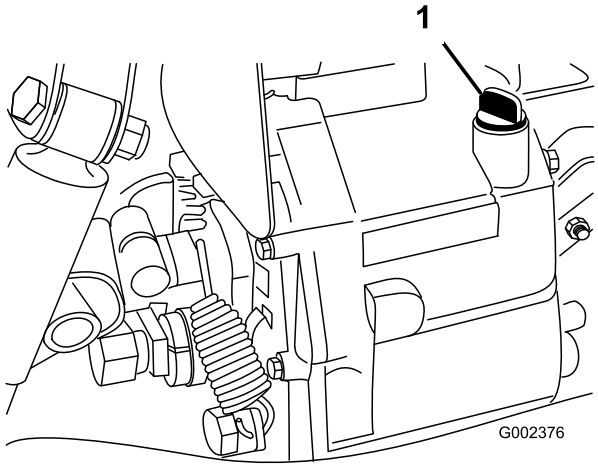

Figuur 18
2. Reinig het gebied rond de peilstok (Figuur 18).